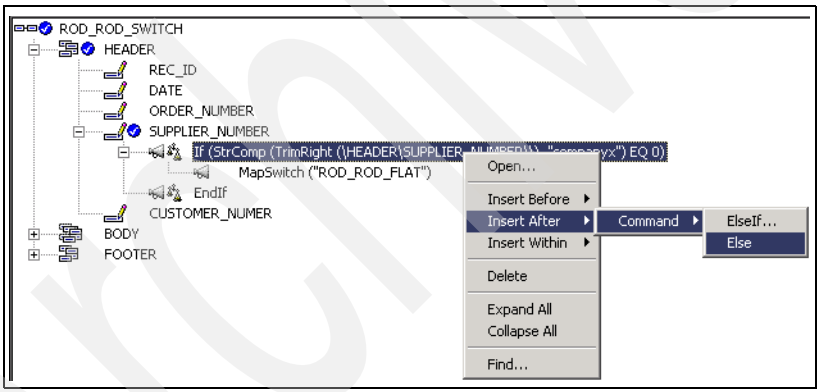

Figure 16-9 Add Else command
1. Right-click the **If** command created earlier and select **Insert After** → **Command** → **Else** (Figure 16-9).